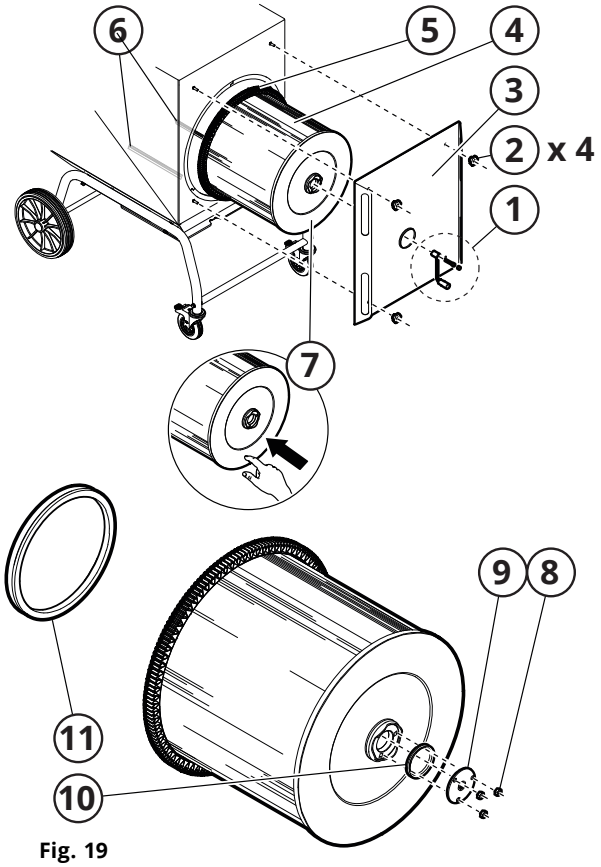
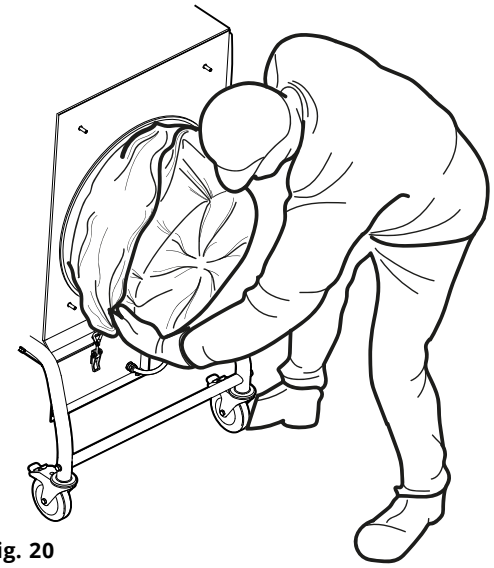

Fig. 19
Fig. 20
1. Skruva loss och plocka av veven, se pos 1, **Fig. 19**.
2. Skruva loss (2) och plocka ner filterluckan (3).
3. Demontera mutter (8), fästplåt (9), samt plocka loss liten tätningslist (10). Spara för återmontering på det nya patronfiltret.
4. Dra filterpåse CMF PCW3 över filterpatronen, se **Fig. 20**. Tillse att filterpåsen inte fastnar på borstarna under filterpatronen.
5. Dra ut filterpatron (4, **Fig. 19**) med filterpåse ut ur karossen. Ställ ner på golvet med filtergavel (7) nedåt.
6. Plocka ut stor tätningslist (11) och spara för återmontering på det nya patronfiltret.